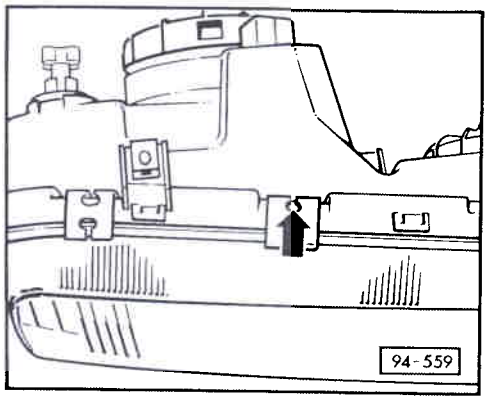

Fig. 1 Agrafe de retenue: soulever en faisant levier
- Soulever en faisant levier - fig. 1